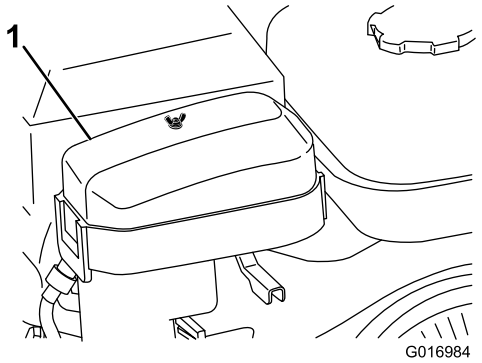

**Figur 24**
2. Afmonter vingemøtrikken på luftfilterdækslet, og fjern dækslet (Figur 24).